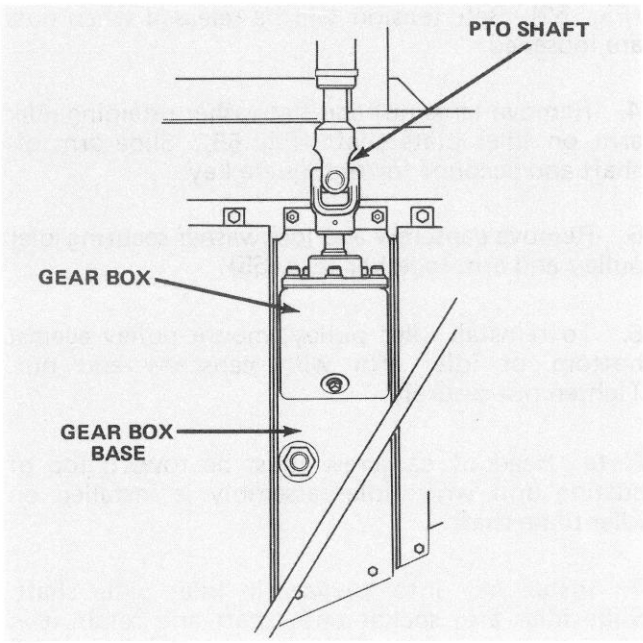

Figure 53
4. To install new belt, the gear box base must be removed. To do this, remove four carriage bolts, lockwashers and nuts holding gear box base (Fig. 53).
6. Install gear box base with carriage bolts, lockwashers and nuts (Fig. 53).